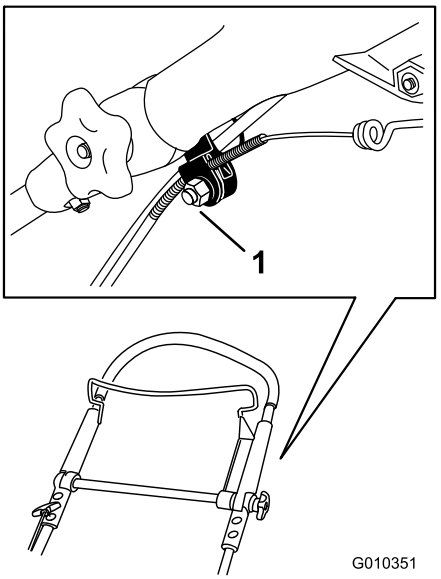

Figur 36
1. Løsne mutteren på kabelfestet (Figur 36).